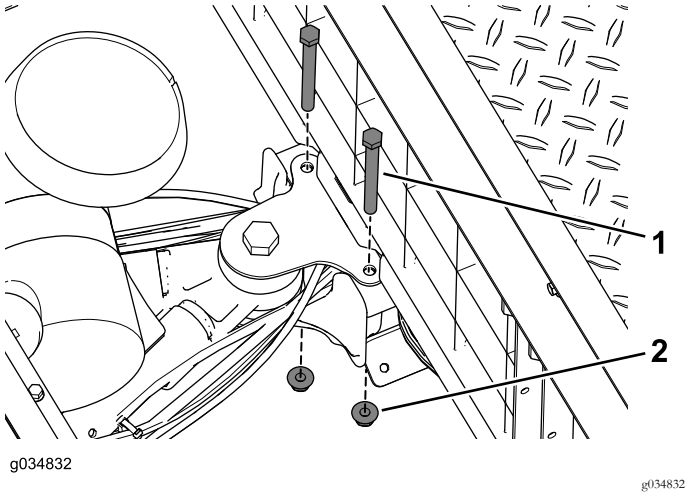

Figure 19
6. Retirez les boulons et les écrous à embase qui fixent le support du bras pivotant au profilé central (Figure 19).